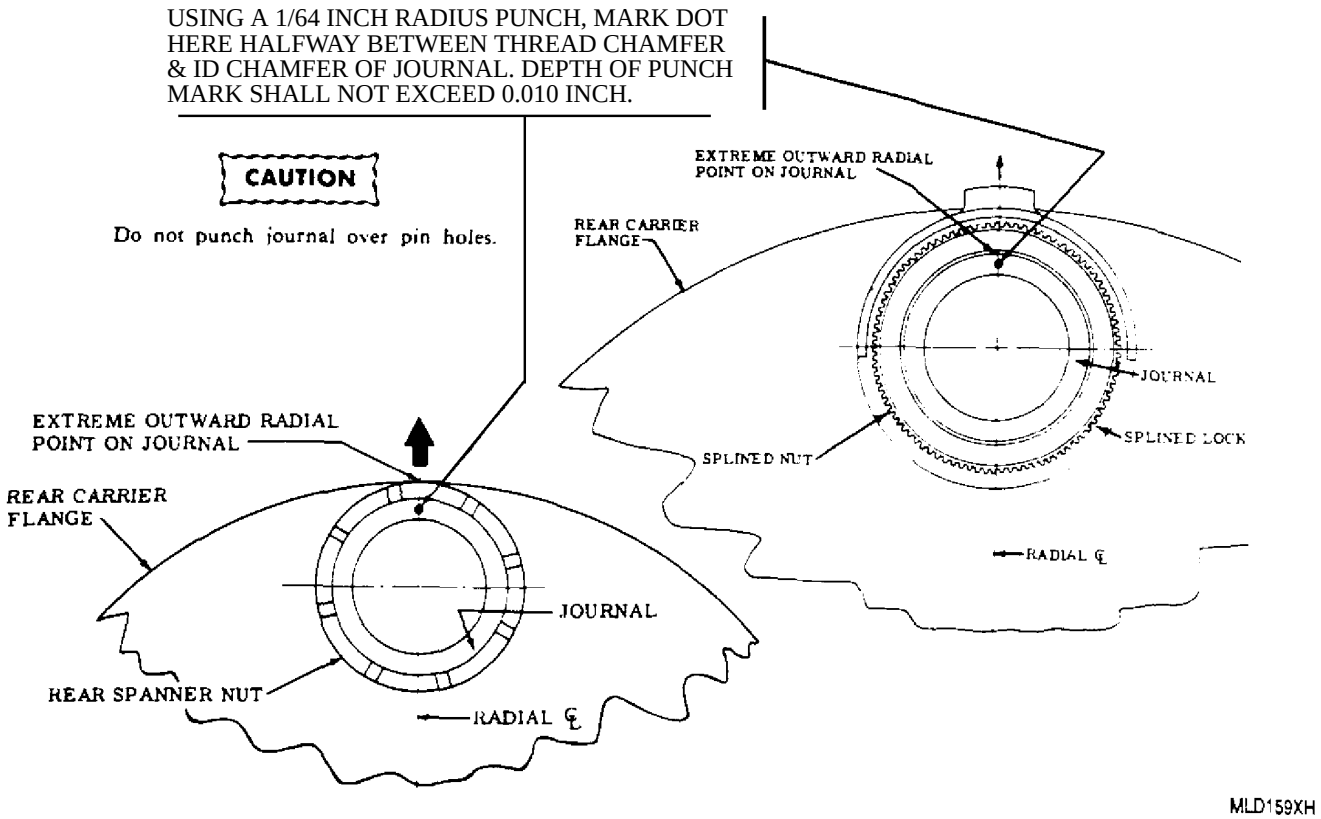

Figure 5. Marking of Planet Journal Position
i. Prior to further disassembly, mark the extreme outward (radial) position of each planet gear assembly journal as shown in figure 5.